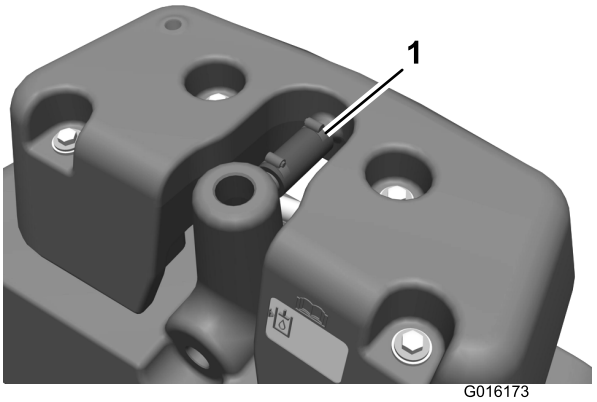

Figur 2
8. Løsne snekkeklemmene og fjern overløpsslangen (Figur 2).
24. Fest den frie enden av overløpsslangen til røret på lekkasjedetektortanken med en snekkeklemme (Figur 2).